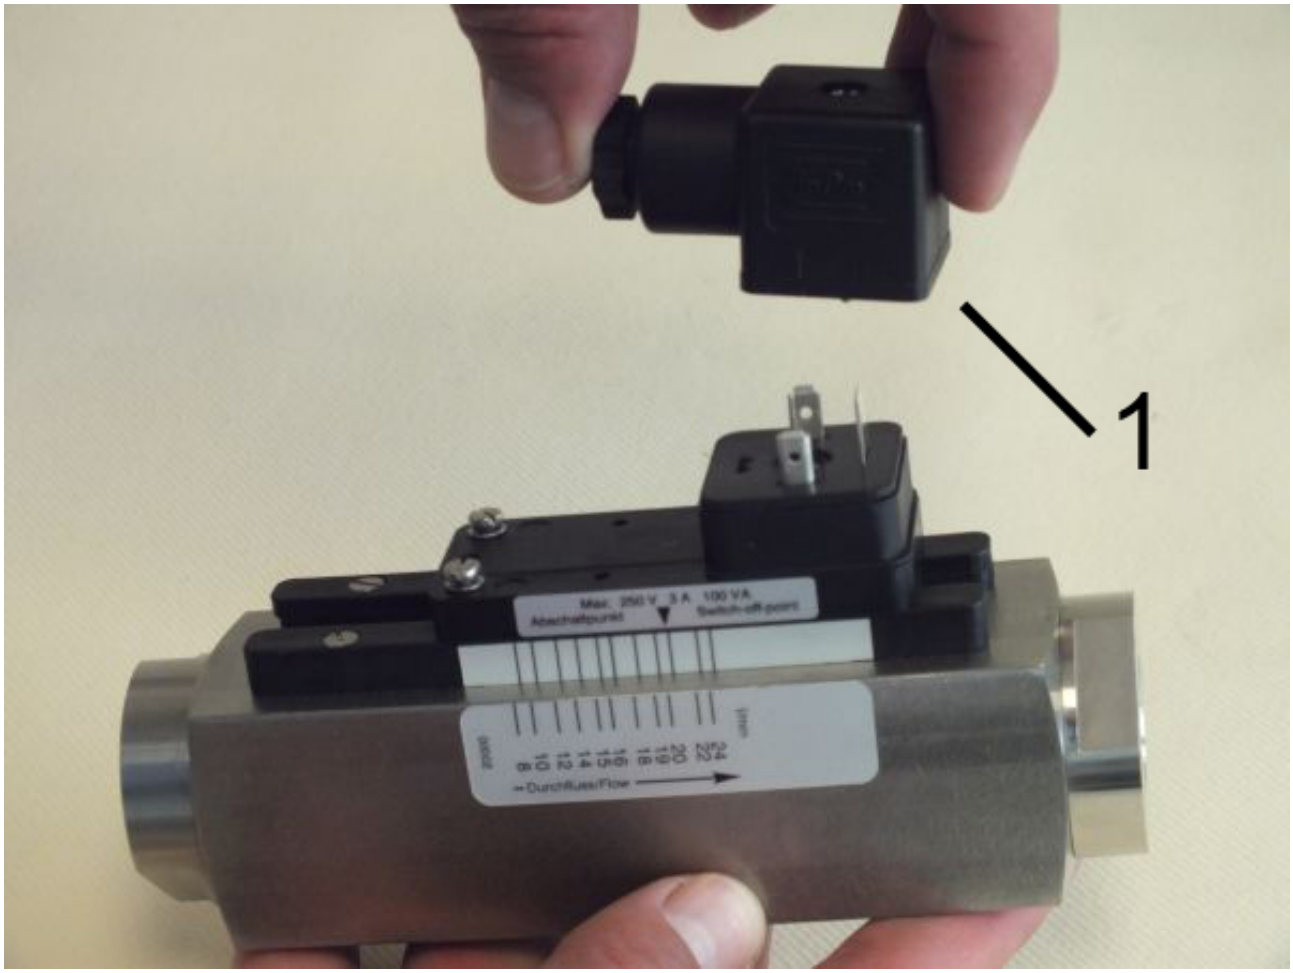

Fig. 27: Remove socket
2. Remove the socket (*Fig. 27*/1)